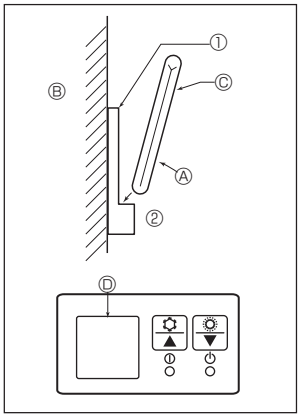

Fig. 6-7
2) Méthode d'installation (Fig. 6-7)
① Attachez le support de la télécommande à l'endroit voulu à l'aide de 2 vis à taraud.
② Mettez la partie inférieure de la télécommande dans le support.